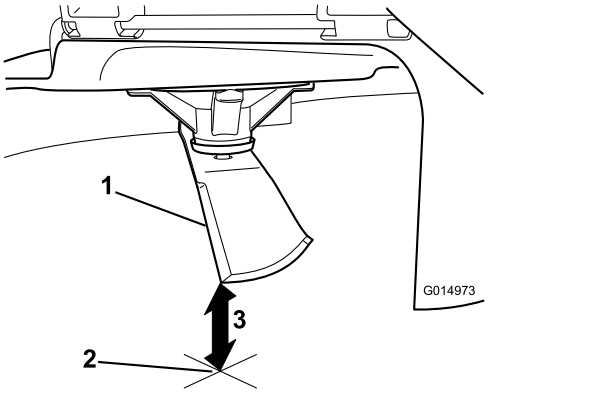

Figur 61
3. Mät från knivspetsen till den plana ytan (Figur 61).